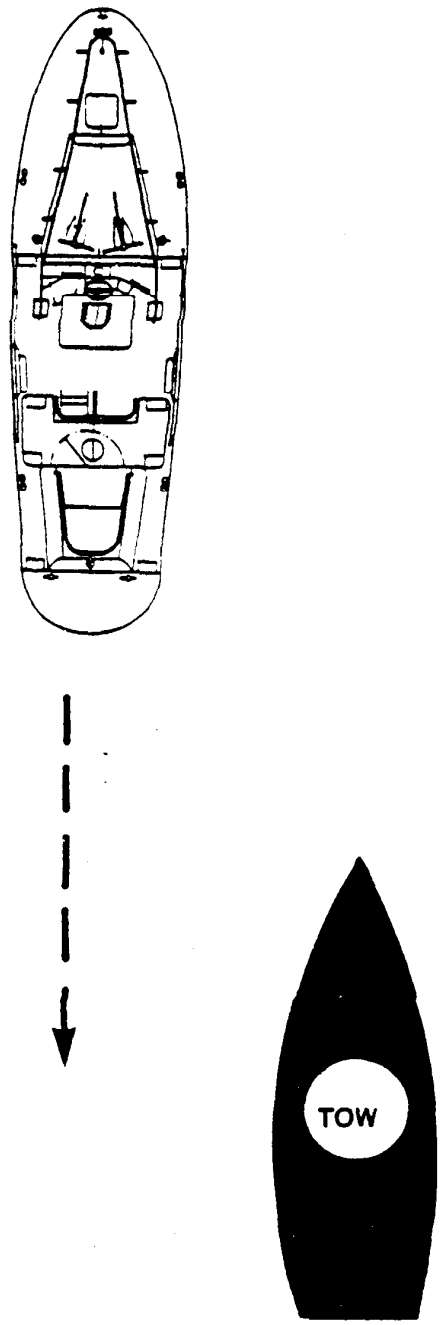

Figure 12-19 Back Down Approach
(4) The Backdown Approach. The backdown approach requires you to maneuver your boat in front of the disabled vessel, passing the towline, and reverse your engines. Do not pass the towline with sternway on your boat. Any approach used improperly can ruin your day but the backdown approach may get you into trouble. The coxswain cannot see what is happening back aft to the great white sea monster (your towline) which has been known to suddenly appear in the screws from nowhere. Do not use this approach unless it is absolutely necessary to do so. (See Figure 12-19).
(5) Throughout the maneuvering associated with picking up a tow the coxswain must be particular mindful of the set and drift of his boat in relation to that of the disabled boat as well as his boats heading relative to the existing conditions. It is important that the coxswain not be placed in the situation necessiating a radical correcting maneuver during the critical towline passing process.